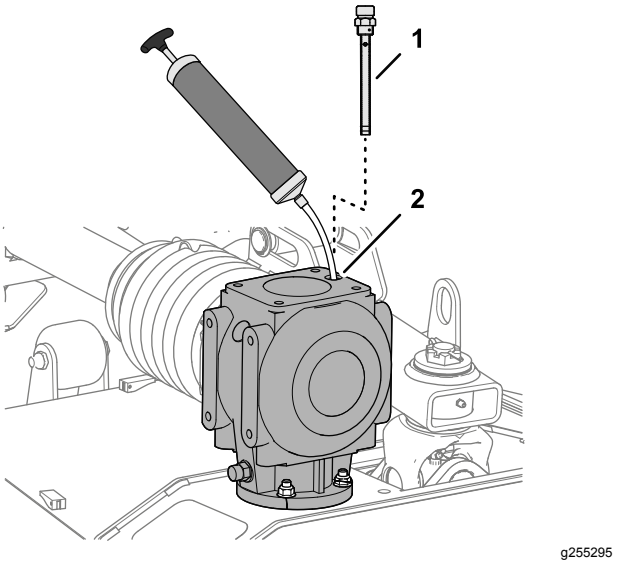

Figur 56
1. Fjern peilestaven fra toppen av girkassen (Figur 56).
2. Før en sugepumpe gjennom peileråpningen for å fjerne væsken fra girkassen (Figur 56).